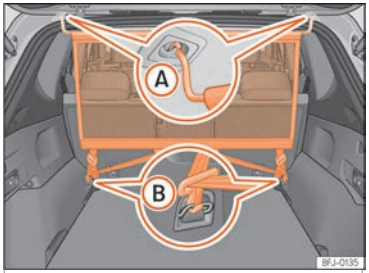

Fig. 168 Rete divisoria montata.
- Agganciare la rete divisoria all'alloggiamento sinistro del tetto ››› fig. 168 Ⓐ. Assicurarsi di tirare la barra trasversale verso il basso oltre la posizione superiore.
- Agganciare la rete divisoria all'alloggiamento destro del tetto comprimendo la barra trasversale ››› fig. 168 Ⓐ.
- Fissare i due ganci della rete divisoria agli occhielli di ancoraggio del bagagliaio ››› fig. 168 Ⓑ e tendere bene le cinture.
- Sganciare i ganci della rete dagli occhielli di ancoraggio ››› fig. 168 Ⓑ.
- Sganciare la rete divisoria dall'alloggiamento destro del tetto ››› fig. 168 Ⓐ comprimendo la barra trasversale.